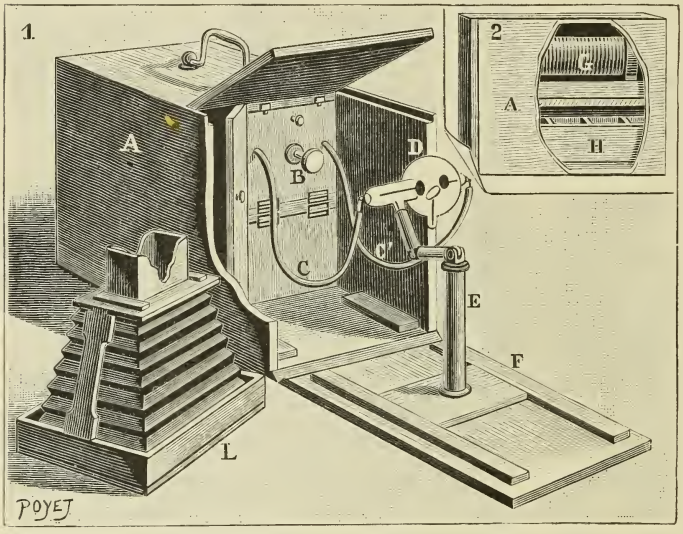

Abb. 6. Seguys Apparat für Röntgen-Strahlen.
Ohne Zweifel hat den größten Nutzen von Röntgens Entdeckung die Medizin, und auch auf diesem Gebiete sucht man vor allem die Methode zu verbessern und zu vereinfachen. Früher machte man von einzelnen Teilen des lebenden Körpers, die untersucht werden sollten, photographische Aufnahmen vermittelst der X-Strahlen. Aber dazu ist nötig, daß der betreffende Körperteil mehrere Minuten ganz ruhig gehalten wird, und das ist in Krankheitsfällen nicht immer leicht. Und wenn man den Sitz des Uebels nicht gleich kennt, was soll man dann photographieren? Man kann doch nicht den ganzen Körper etwa auf einmal aufnehmen, stückweise aber nimmt es zu viel Zeit und Kosten in Anspruch. In solchen Fällen empfiehlt es sich, an die Stelle der sonst unübertrefflichen objektiven Darstellung die schnellere und billigere subjektive Beobachtung, also die bloße Durchleuchtung an Stelle der photographischen Aufnahme treten zu lassen. Gar oft wird eine derartige Durchleuchtung genügen, und jedenfalls wird sie als Voruntersuchung, ehe man zur objektiven Darstellung schreitet, nützlich sein. Der französische Gelehrte G. Seguy hat für diese Zwecke einen bequemen Apparat konstruiert, der alles, was man hierzu braucht, in sich vereinigt. Er enthält in einem hermetisch verschlossenen Fache eine Batterie von vier Akkumulatoren, die den nötigen Strom liefert (Abbildung 6). Unsre Nebenfigur (2) läßt uns die in dem Apparat A angebrachten Akkumulatoren H und den darüber gelagerten Induktor G erkennen. Von seinen beiden Polen aus führen vorzüglich isolierte Leitungsschnüre C und C′ nach der Röhre D, in der die X-Strahlen erzeugt werden. Diese mit doppelter Anode versehene Röhre ist auf dem Halter E befestigt, der sich auf der herabgeklappten Vorder-